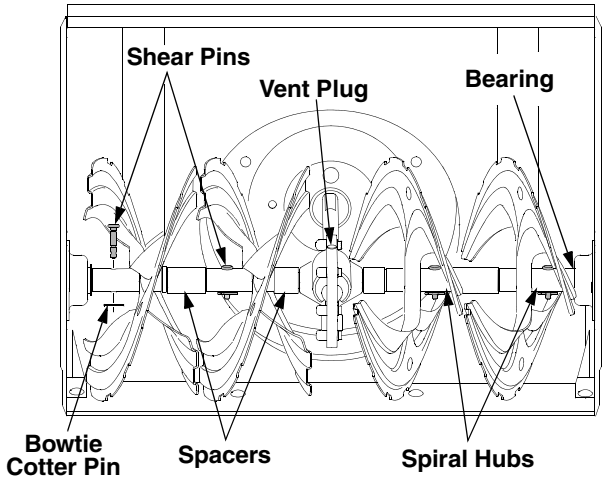

Figure 14
- At least once a season, use a spray lubricant to lubricate the auger shaft inside the auger spiral hubs and spiral spacers. The bowtie cotter pins and shear pins may be removed to aid in lubricating the spiral hubs. Spray lubricant inside hub and spin the auger spiral by hand to disperse the lubricant. See Figure 14.
- Every season lubricate the auger shaft bearing at each end of the shaft. See to Figure 14.
The auger spirals are secured to the auger shaft with shear pins and bowtie cotter pins. If you hit a foreign object or ice jam, the snow thrower is designed so that the pins may shear. Refer to Figure 14.